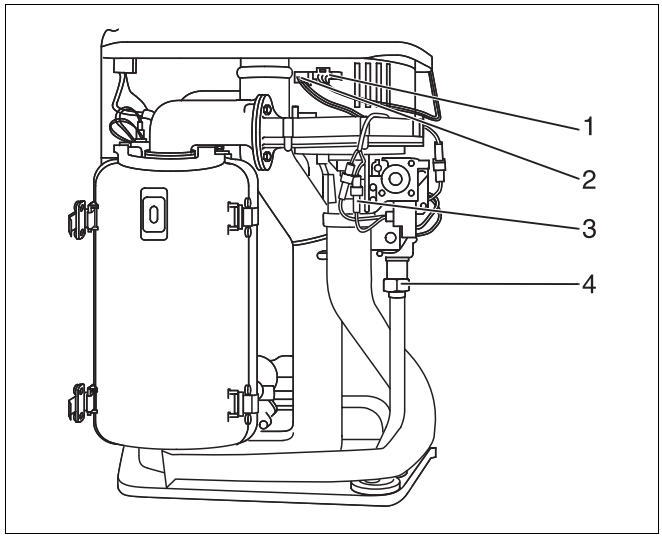

Rys. 62 Odkręcenie nakrętki kołpakowej i odłączenie kabla
- Odłączyć wtyczkę zasilania dmuchawy (rys. 62, **poz. 1**), przewód sterujący UBA na dmuchawie (rys. 62, **poz. 2**) i armaturze gazowej (rys. 62, **poz. 3**).
- Odkręcić nakrętkę kołpakową (rys. 62, **poz. 4**) na armaturze gazowej.